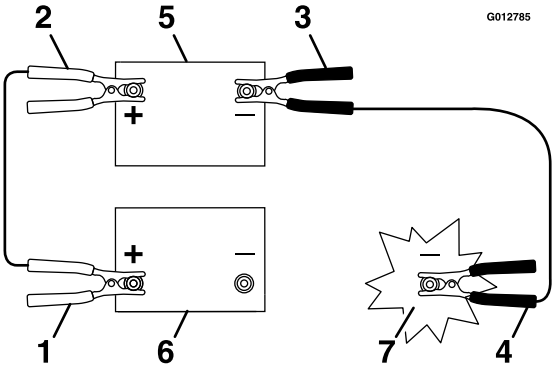

Figuur 56
3. Koppel de pluskabel (+) aan op de pluspool (+) van de ontladen accu die verbonden is met de starter of de solenoïde; zie Figuur 56.